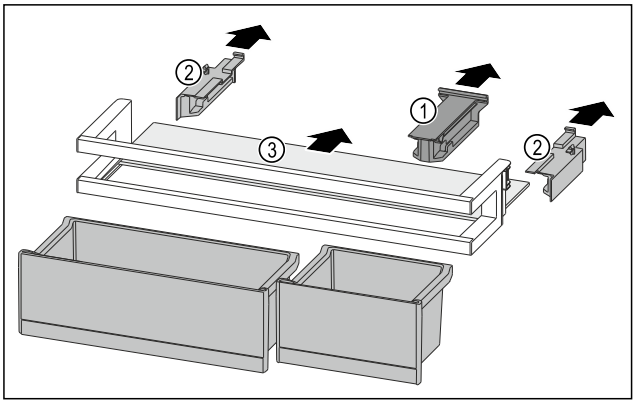

*Fig. 228*
▶ Desprindeți piesa de susținere *Fig. 228 (1)*.
▶ Desprindeți piesele laterale *Fig. 228 (2)*.
▶ Extrageți raftul *Fig. 228 (3)*.